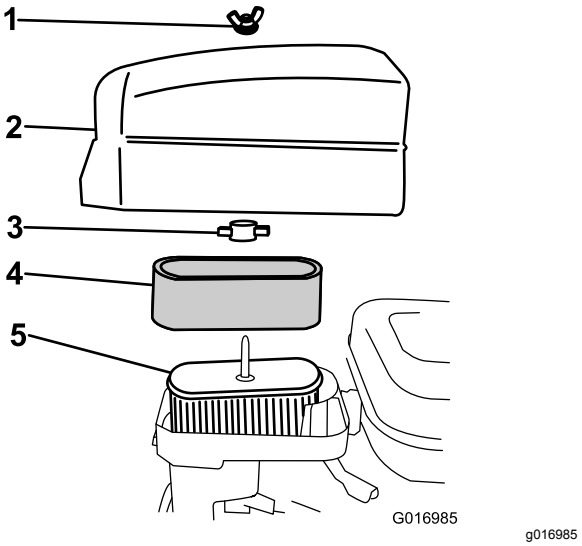

Figur 32
4. Hvis skumindsatsen er snavset, skal den fjernes fra papirindsatsen (Figur 32) og rengøres grundigt som følger: